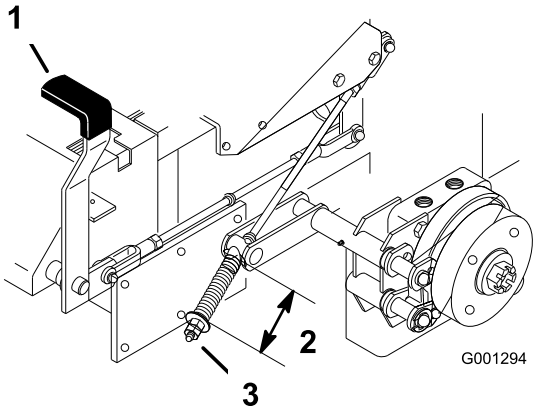

Figur 69
2. Mät fjäderns längd. Avståndet mellan brickorna ska vara 64 mm (Figur 69).
3. Frigör parkeringsbromsen om en justering krävs, och lossa sedan kontramuttern under fjädern och justera muttern direkt under fjädern (Figur 69). Vrid muttern tills korrekt mått uppnås. Vrid muttern medsols för att förkorta fjäderlängden och vrid motsols för att förlänga fjädern.